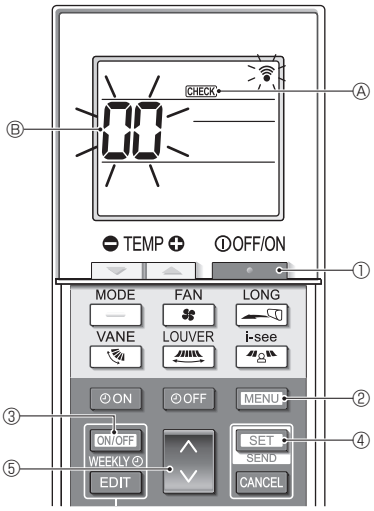

Fig. 7-6
■ **Self-check (Fig. 7-6)**
1. Press the [ ] button ① to stop the air conditioner.
- If the weekly timer is enabled (WEEKLY is on), press the [ON/OFF WEEKLY] button ③ to disable it (WEEKLY is off).
2. Press the [MENU] button ② for 5 seconds.
3. Press the [ ] button ⑤ to select the refrigerant address (M-NET address) Ⓑ of the indoor unit for which you want to perform the self-check.
4. Press the [SET] button ④.
5. Press the [ ] button ①.